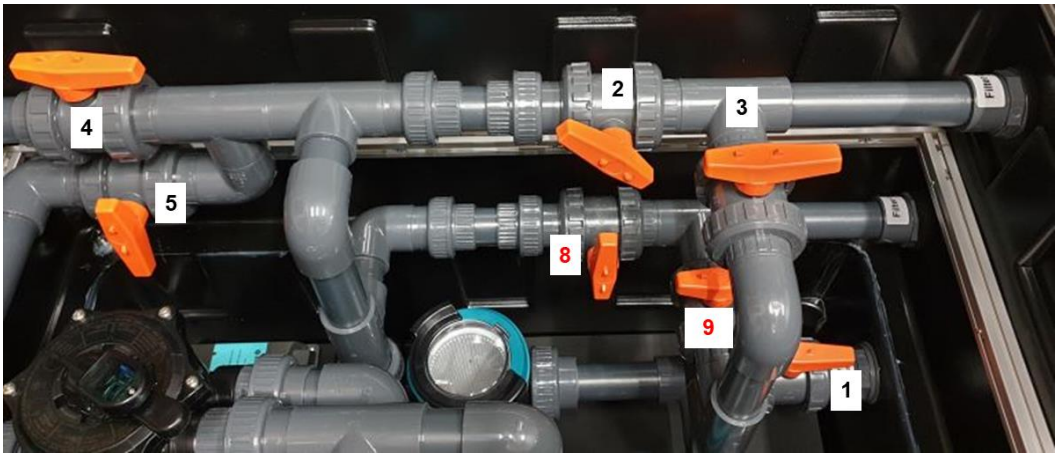

Abbildung 5 Einstellung Filternormalbetrieb
Schritt 4: Einstellung Normalbetrieb (Abbildung 5)